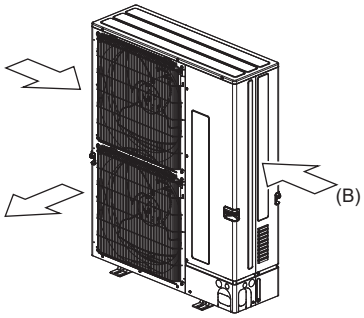

Fig. 2-6
(3) Placer l’appareil de sorte que la sortie d’air souffle dans la direction perpendiculaire à celle des vents saisonniers, si celle-ci est connue. (Fig. 2-6)